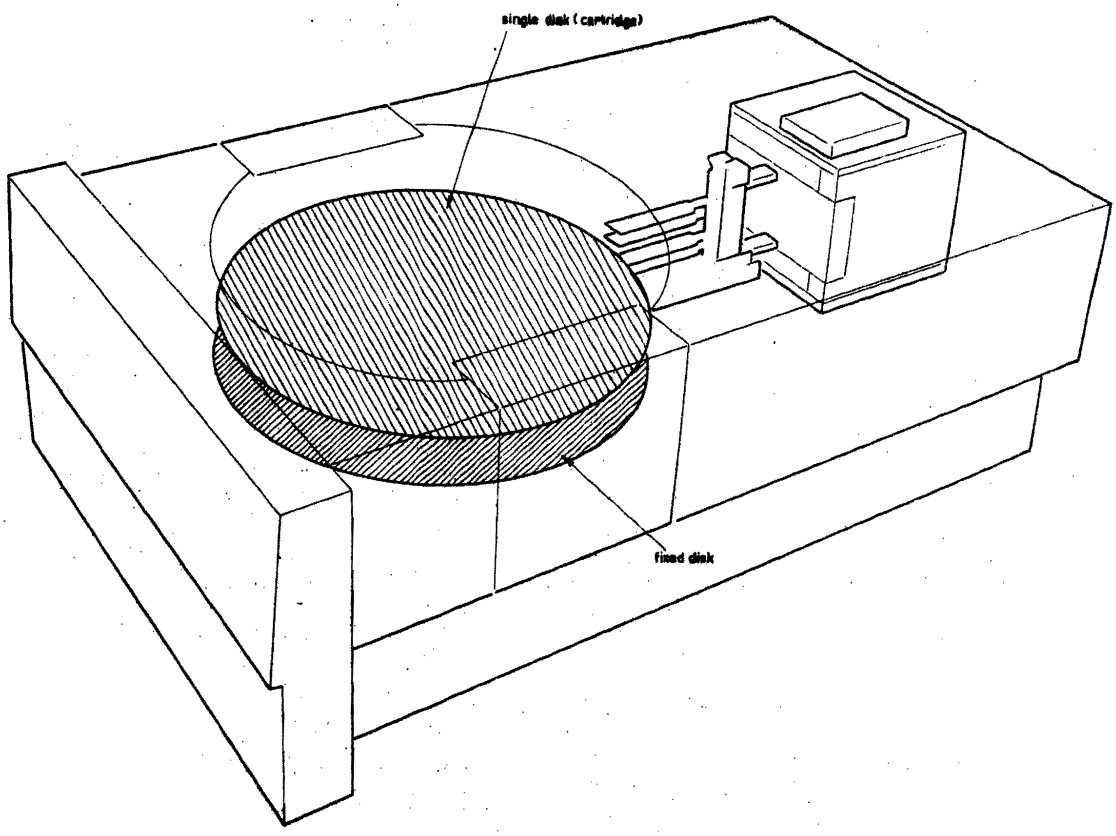

Figure 1-3 FIXED DISC AND SINGLE CARTRIDGE
1.2 FIXED DISC AND SINGLE DISC CARTRIDGE (figure 1-3)